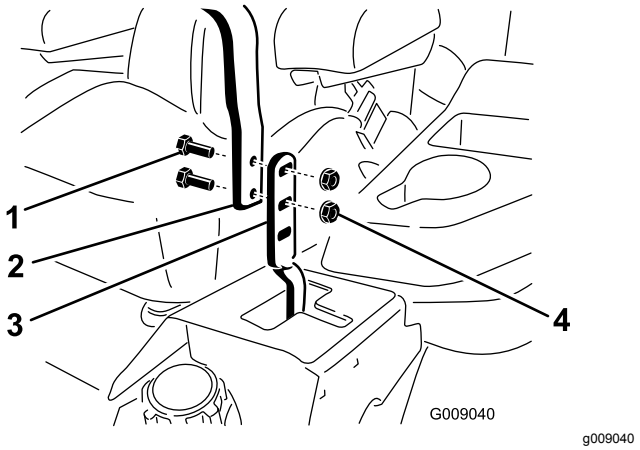

**Figuur 98**
3. Draai de bouten en flensmoeren van de hendels los (Figuur 98).